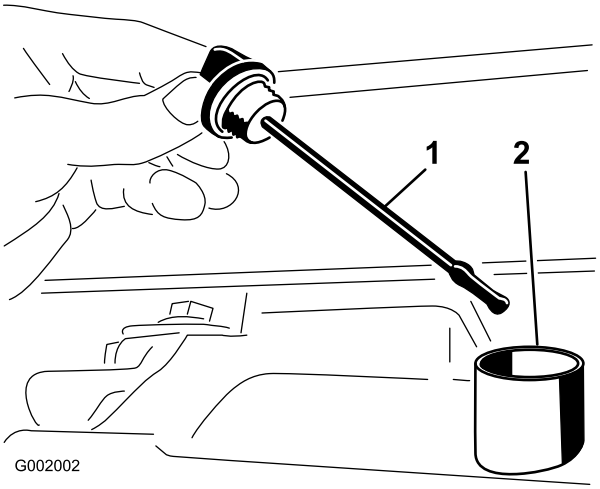

Figur 37
2. Ta ut transakselpeilestaven og tørk den med en ren fille (Figur 37).